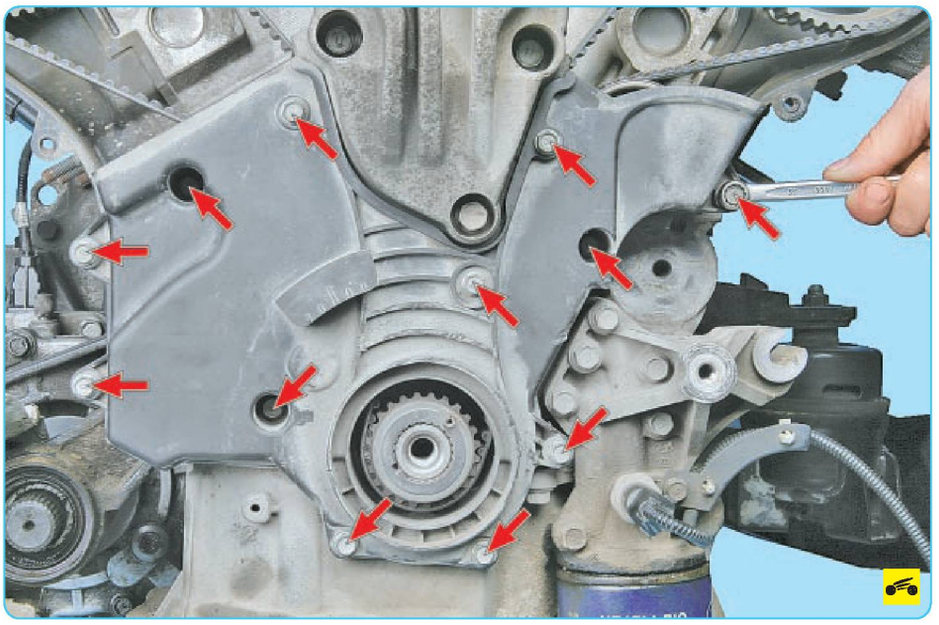

Рис. 5.5. Болты крепления нижней крышки ремня привода газораспределительного механизма
8. Выверните болты крепления нижней крышки ремня привода газораспределительного механизма (рис. 5.5) и снимите крышку.